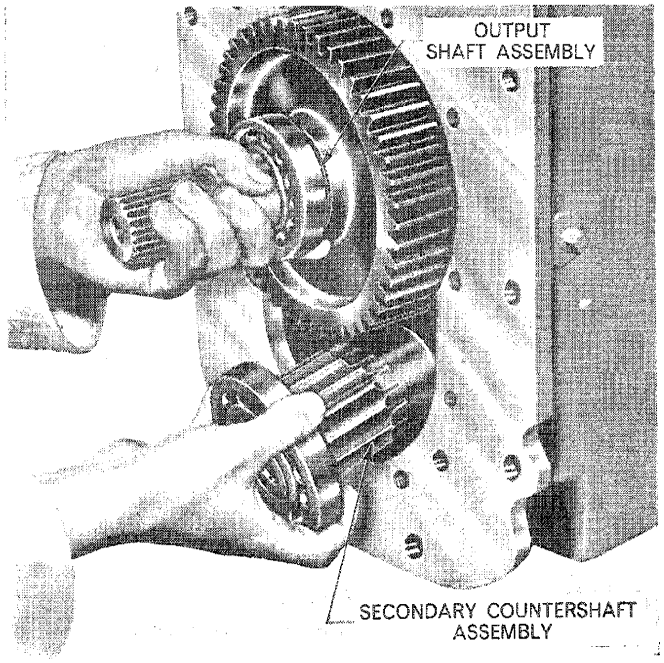

Figure 15
4. Partially withdraw the secondary countershaft assembly until the front bearing is out of its location. Rest the assembly on the bottom of the rear compartment and withdraw the output shaft immediately above it. The secondary countershaft assembly can then be lifted out, Figure 15.